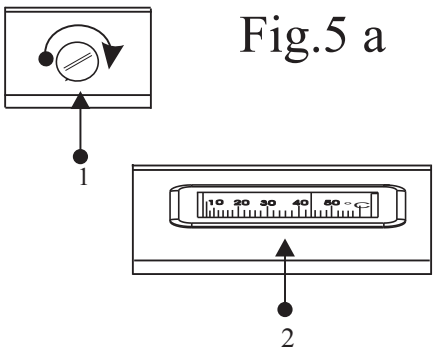

Fig.6
1. Utilizzare solo detergenti inodori per la pulizia interna dell'apparecchio. **2.** Lo zoccolo inferiore puo essere rimosso per facilitare la regolazione dei piedini anteriori. **3.** Ricordatevi di pulire il tubo di drenaggio (Vedi Fig. 6).